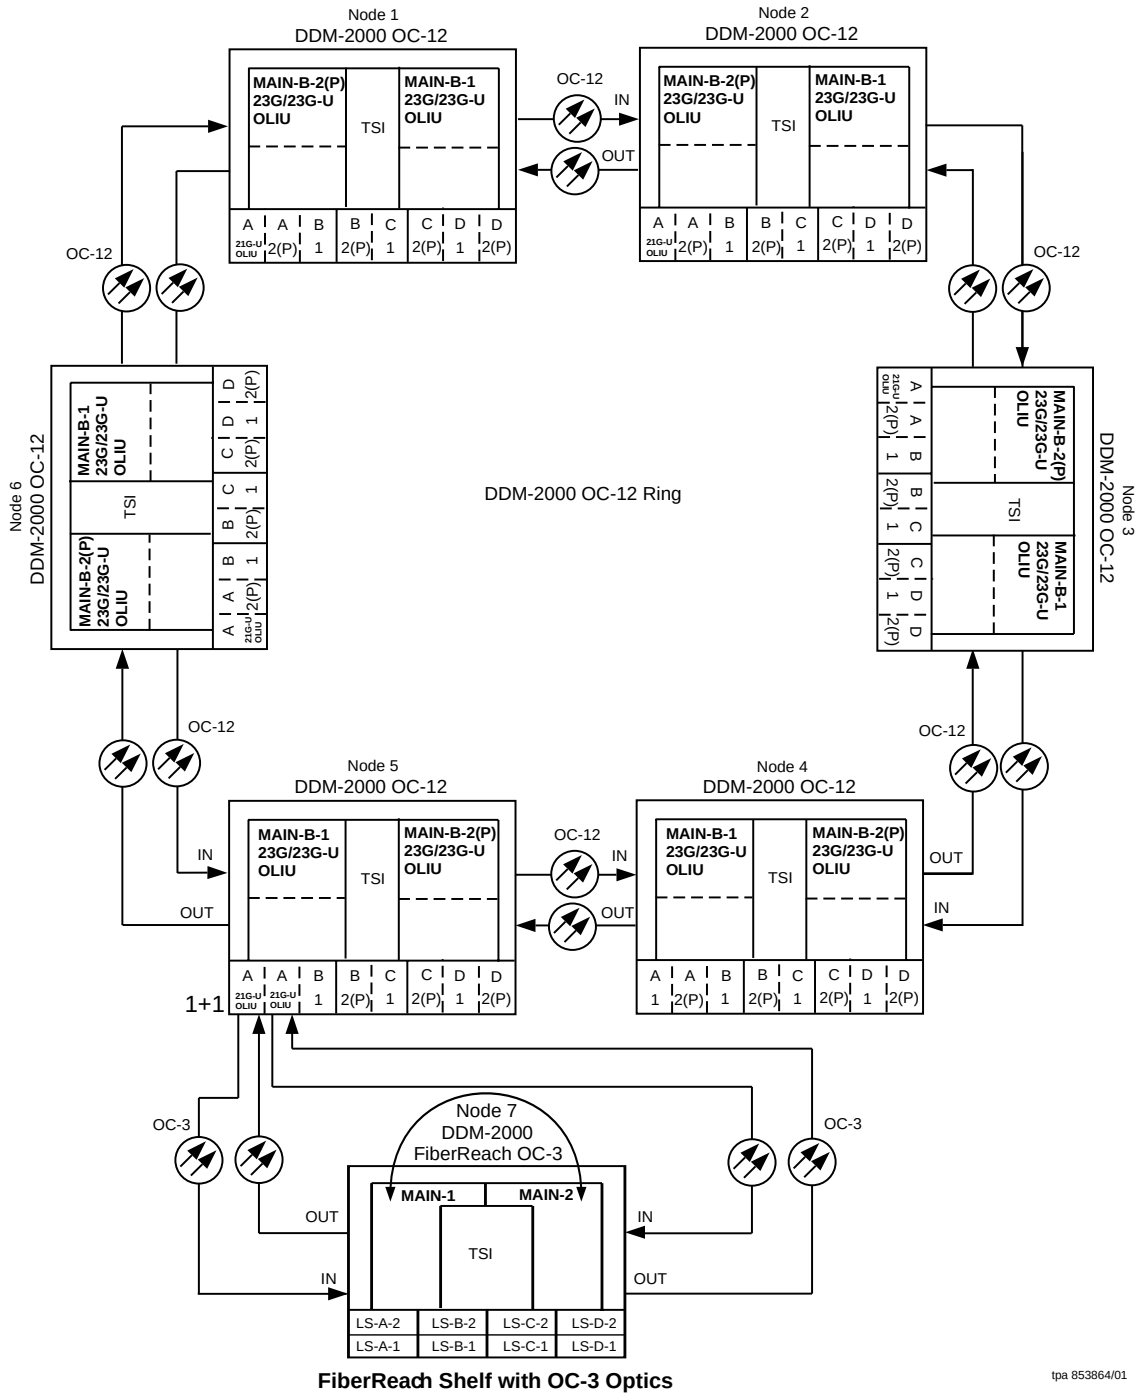

Figure 1 – Example OC-3 Linear Extension Connections
This OC-3 linear extension requires that the **FUNCTION UNITS ( ) 1 OLIU** on the OC-12 shelf connect to the **MAIN-1 OLIU** on the FiberReach OC-3 shelf. The **MAIN-2 OLIU** on the FiberReach OC-3 shelf connects to **FUNCTION UNITS ( ) 2(P) OLIU** on the host OC-12 shelf. See Figure 1. This procedure will establish the linear extension configuration from the OC-12 host node to the FiberReach OC-3 node.
At the near end, remove the optical loop from the **OLIU** (for example in Figure 1, Node 5 OC-12 shelf **FUNCTION UNITS A 1**) associated with the optical span being established. At the other end of the optical span, remove the optical loop from the associated **28-Type OLIU** (for example, in Figure 1, Node 7 FiberReach OC-3 shelf **MAIN-1 OLIU**).